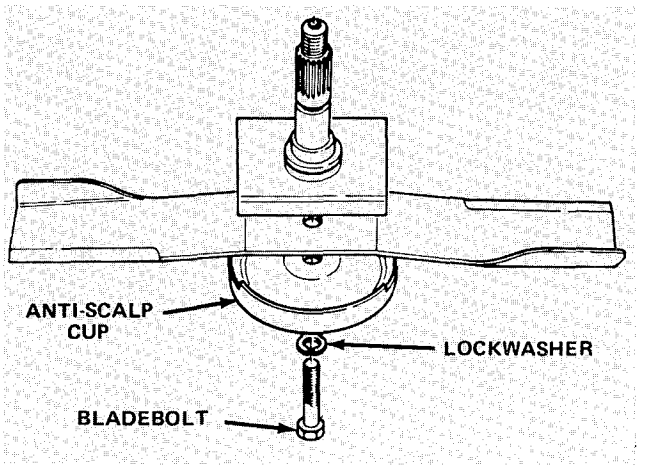

Figure 25
2. Grasp end of blade using a rag or thickly padded glove. Remove bladebolt, lockwasher, anti-scalp cup and blade from spindle shaft (Fig. 25).